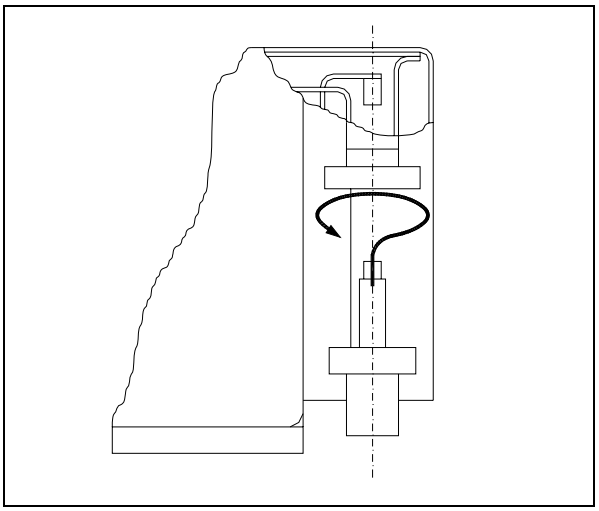

Fig. 45 - High voltage feedthrough connection
1. Remove the 6 bolts of the Mini-ConFlat flange connection (see Fig. 45).